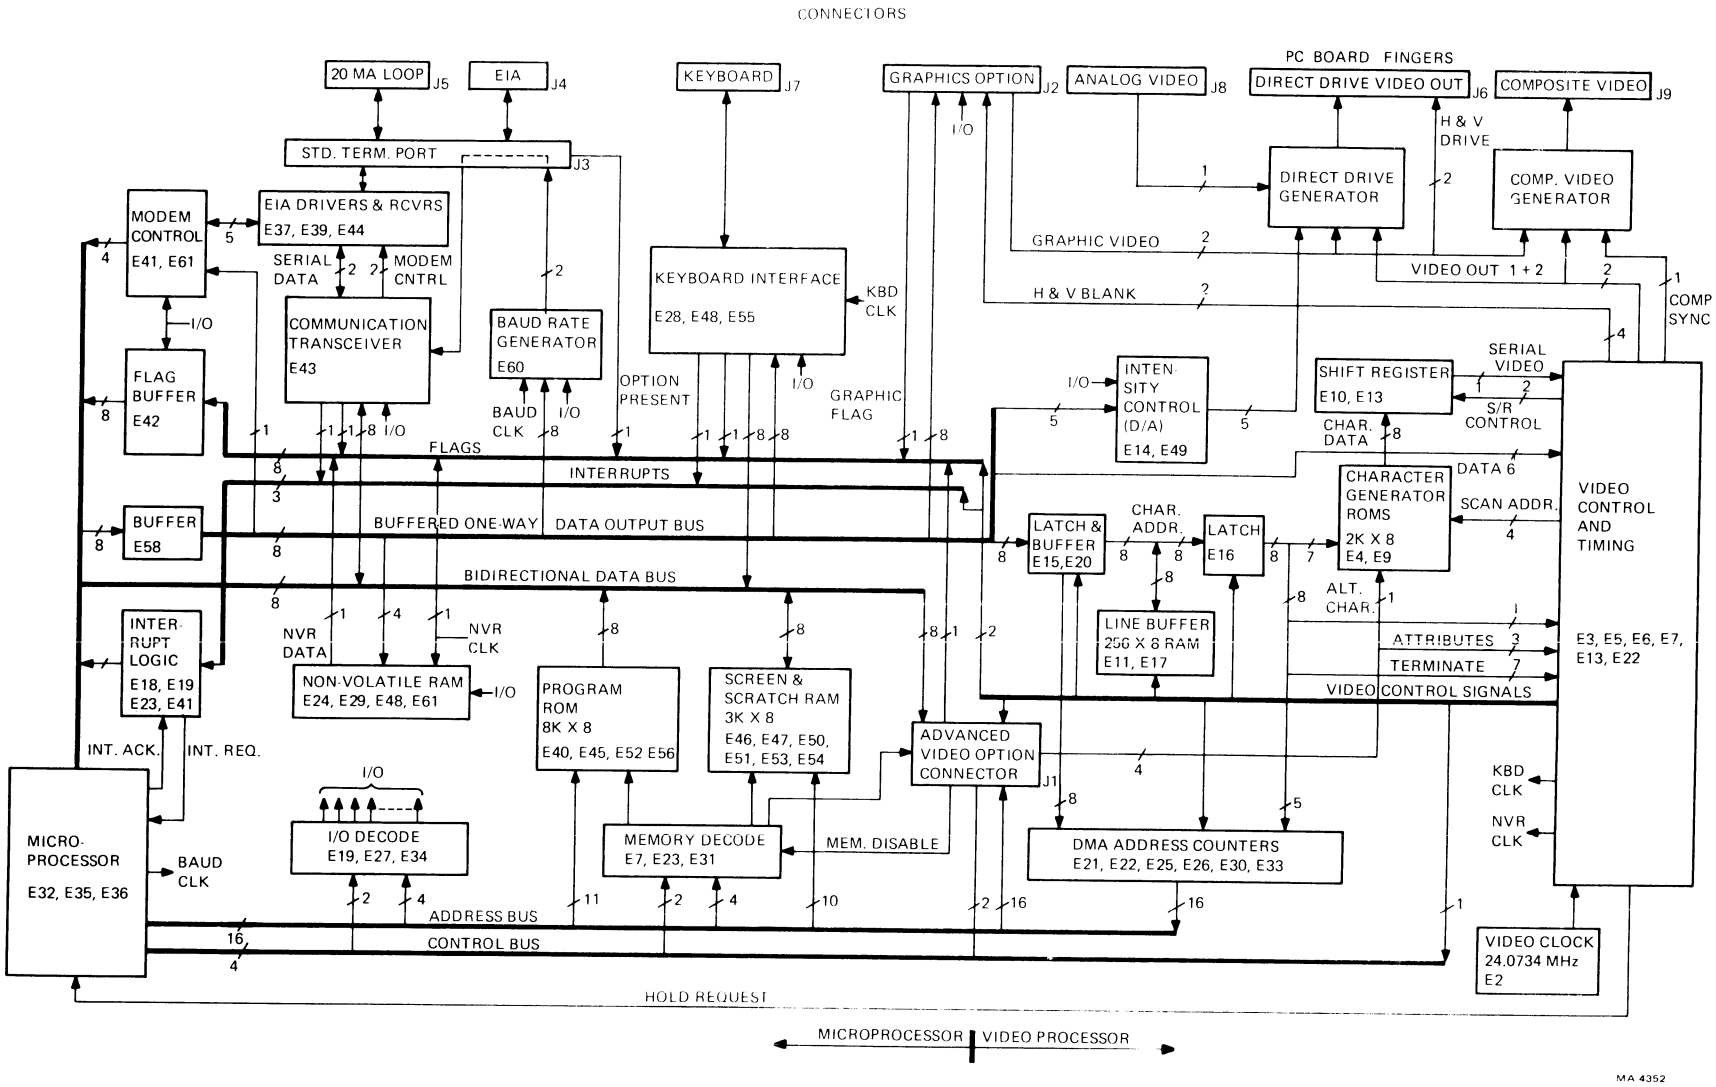

Figure 4-2-2 Microprocessor Block Diagram
The microprocessor data bus passes directly to the 8228 bus driver and system controller. This device provides TTL output buffering and level translation for the MOS 8080 bus. Because of the large number of devices on the data bus, the drive capability of some devices would be exceeded at times if all devices were on the same bus. (The keyboard UART is the weakest low-level current driver.) To distribute the load, the bus is split into those devices that communicate bidirectionally or are only read by the microprocessor, and those that are only written into. Read and writable devices are on the bidirectional data bus (DB). The write-only devices are driven by a one-way bus buffer and are on the data output (DO) bus. The terminal controller block diagram (Figure 4-2-2) shows which devices are on each bus.